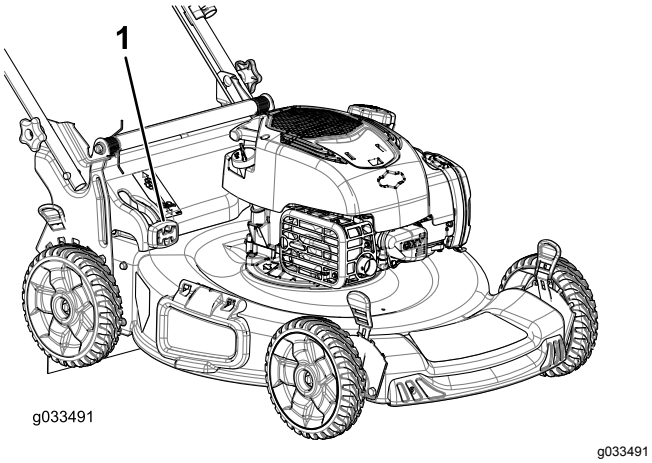

Figur 23
- **Sådan opsamler du græs- og bladafklip i posen:** Tryk på knappen, der sidder på grebet til posefyldning, og flyt grebet fremad, indtil knappen på grebet springer op (Figur 23).